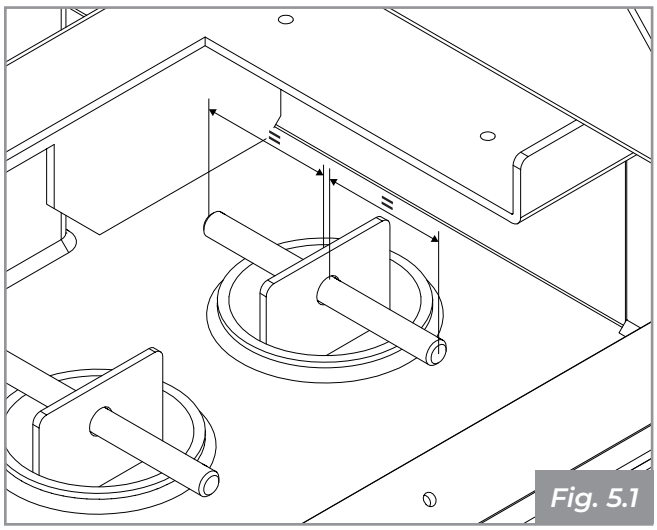

*Fig. 5.1*
- check the correct positioning of the plugs on the turbulators **(Fig. 5.1)** and fume deflectors;